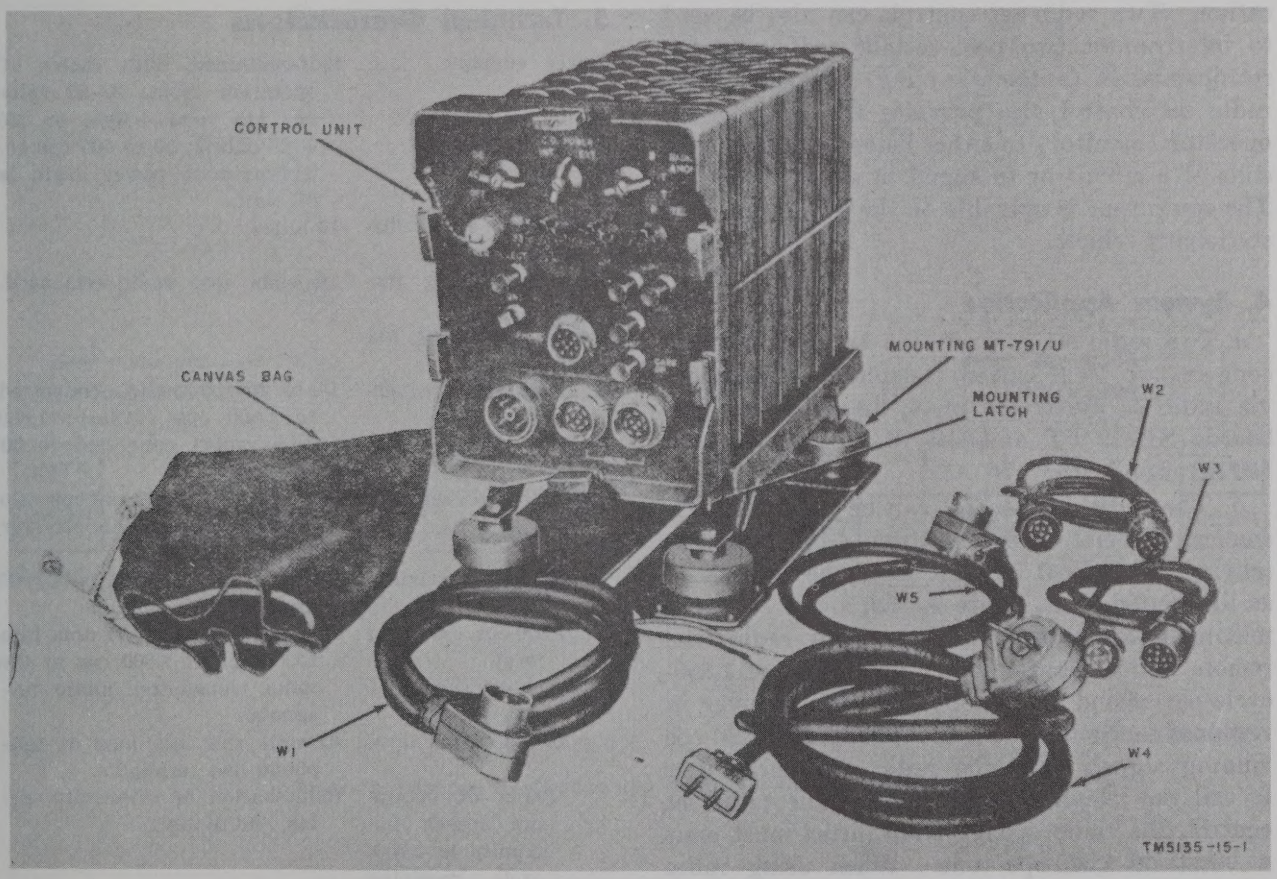
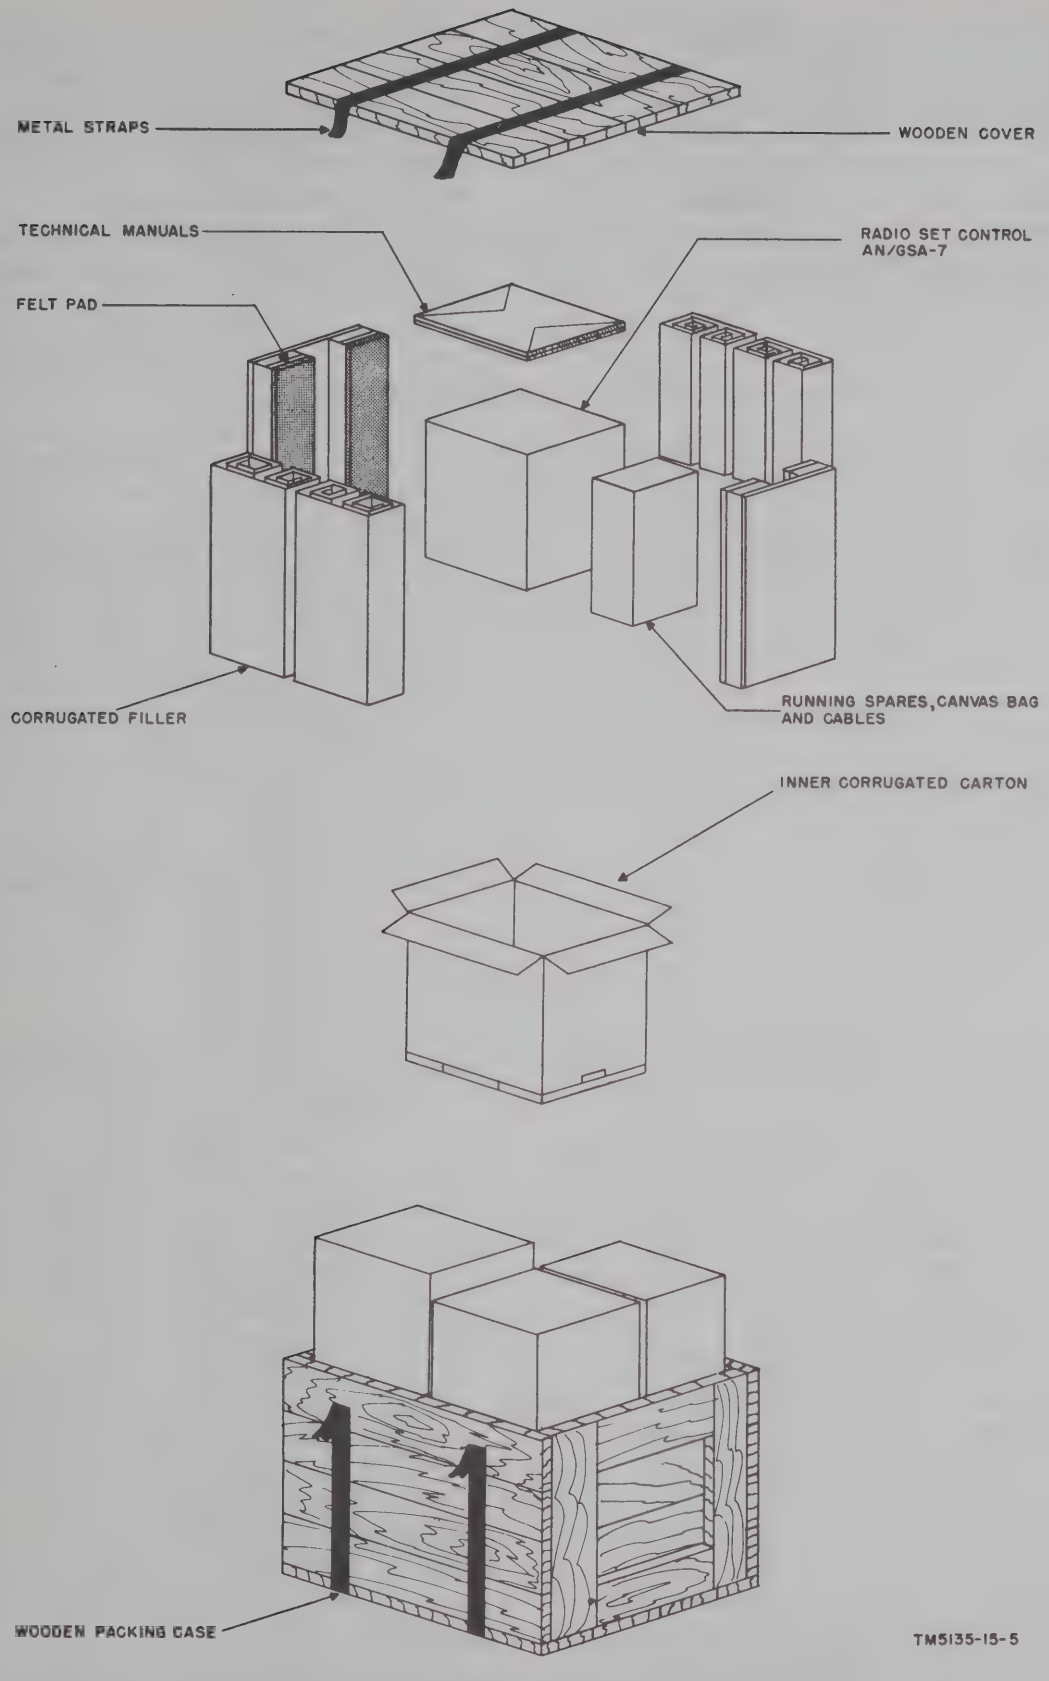
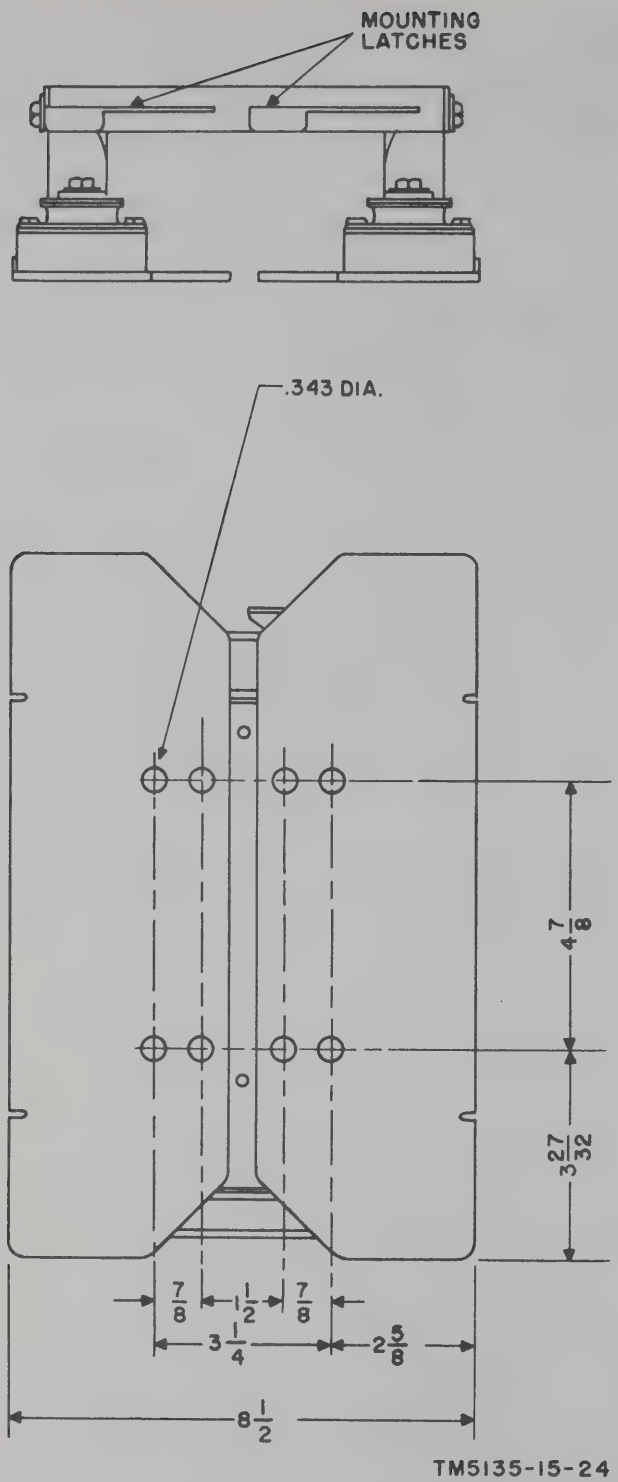

Figure 1. Radio Set Control AN/GSA–7.
Figure 5. Unpacking Radio Set Control AN/GSA-7.
Figure 6. Mounting MT–791/U, mounting hole locations.
a. This manual describes Radio Set Control AN/GSA–7 (fig. 1) and covers its installation, operation, theory, organizational and field maintenance, and repair. In this manual, Radio Set Control AN/GSA–7 is also referred to as radio set control.
a. The control unit is completely self-contained as illustrated in figure 1. It is a compact, lightweight panel-and-chassis assembly with an immersion-proof outer case. The front panel mounts the operating controls, cable connectors, and binding posts and is recessed to prevent damage to the controls by impact. The panel-chassis assembly is attached to the case with six wing-type, spring-loaded Dzus fasteners. Channel rails are attached to the bottom of the case so that the unit may be secured to Mounting MT–791/U in vehicular installations. The case is secured to the mount by a latch under the front panel (fig. 6).
a. Packaging Data. When packaged for shipment, the components of Radio Set Control AN/GSA–7 are placed in corrugated cardboard cartons and four radio set controls are packed in a wooden packing case. The wooden case is 30 inches by 30 inches by 22 inches high. The total weight is approximately 235 pounds. Figure 5 shows typical packaging. Each radio set control, when packaged, is in a single container 13 inches high by 13 inches wide by 18 inches long. The package weighs 55 pounds.
b. Removing Contents. Perform all the steps outlined below when unpacking equipment contained in wooden boxes (fig. 5).
(1) Cut and fold back the metal straps.
(2) Remove the nails from the top and one side of the box with a nail puller. Remove the top and one side. Do not attempt to pry them off because the equipment may become damaged.
(3) Open the carton and remove the two technical manuals, the control unit on its mount, and the spare parts carton. The spare parts carton contains the running spares (par. 6*b*), a small bag of nuts and bolts, and a canvas bag (fig. 1) with cables W1 through W5.
c. To remove the control unit from Mounting MT–791/U, pull the mounting latches (fig. 6) forward, release the control unit and lift it from the mount.
d. Use the mounting as a template or use the dimensions of figure 6 to mark the positions of the mounting holes. Eight holes are provided but only four need be used.
(1) If the radio receiver contains a carrier-operated relay and also makes use of the 10-pin audio connector, no additional connections need be made to the radio set control. Set the C. O. POWER switch to the INT. position.
(2) If the radio receiver (for example, radio sets of the standardized AN/GRC–3 to –8 series) does not contain a carrier-operated relay but provides a carrier-operated voltage, connect auxiliary control cable W5 to the AUX and CARR. OP. terminal posts. Connect the other end to the 9 pin REC-TR receptacle on the front panel of the radio set. Set the C. O. POWER switch to EXT.
(3) If retransmission is not contemplated, the position of the C. O. POWER switch is immaterial. Carrier-operated relay K2 in the radio set control has no function when retransmission is not contemplated.